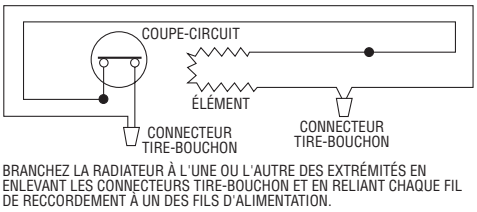

Figure 6. Branchement du radiateur
10. Branchez le radiateur selon la figure 6 ou selon le schéma de câblage de l'accessoire destiné à ce radiateur.